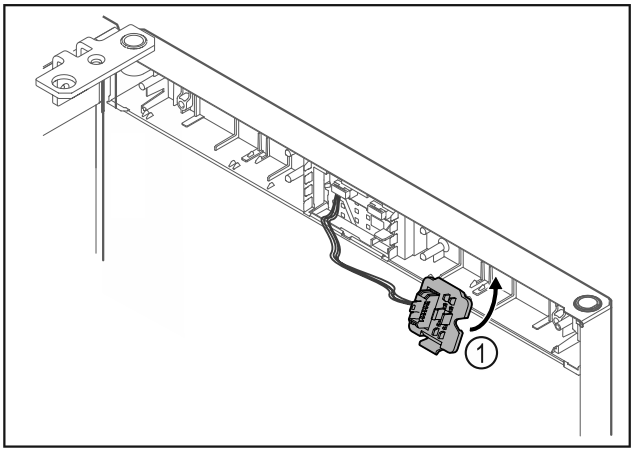

Fig. 14
▶ Engage the plug holder *Fig. 14 (1)* on the opposite side.*